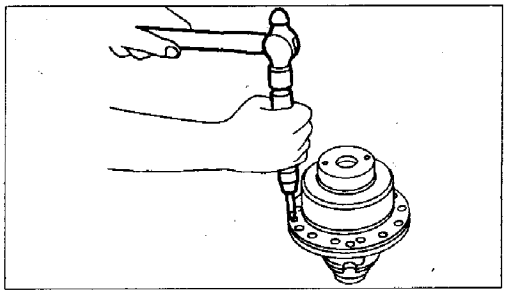

图 5－4－145
f. 解体差速器壳，并在原始位置上作标记，见图 5－4－146。